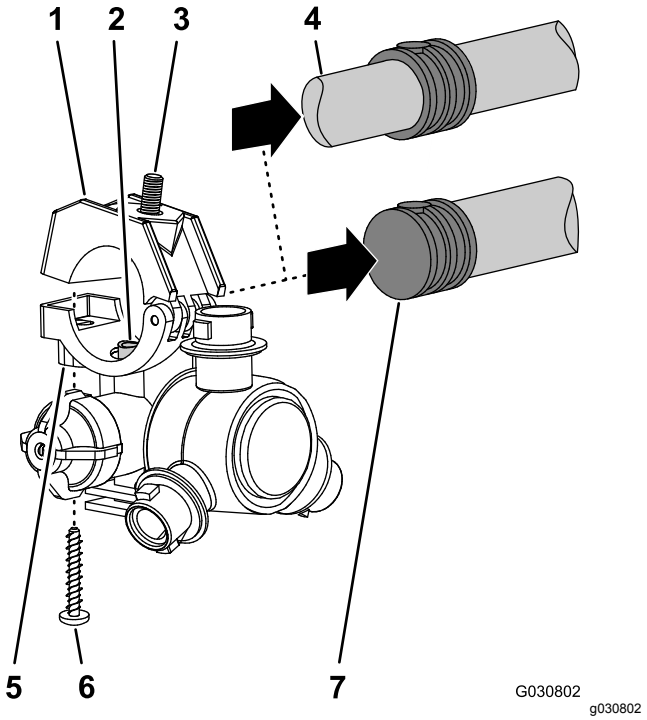

Figur 133
5. Börja med de åtta sprutmunstycken som du tog bort i steg 1. Ta bort skruvarna av rostfritt stål (nr 8 x 1 1/4 tum) som håller fast de övre halvorna av klämmorna och slangskaften med en eller dubbel hulling (3/4 tum) på husen till vart och ett av sprutmunstyckena. Ta därefter bort slangskaften med hulling (Figur 133).